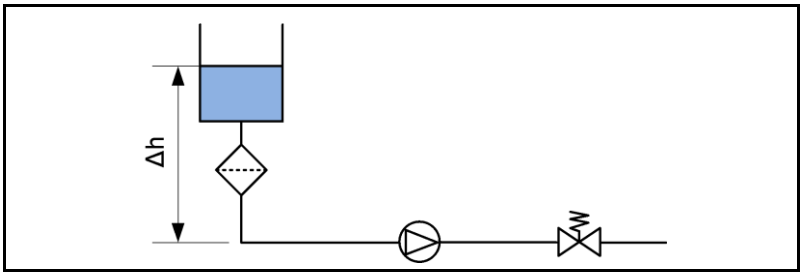

Fig. 19: serbatoio di aspirazione al di sopra della pompa.
Per evitare la fuoriuscita incontrollata del fluido, montare una valvola di sostegno della pressione sul lato mandata (v. Fig. 19).
- Costruire il sistema secondo la Fig. 19